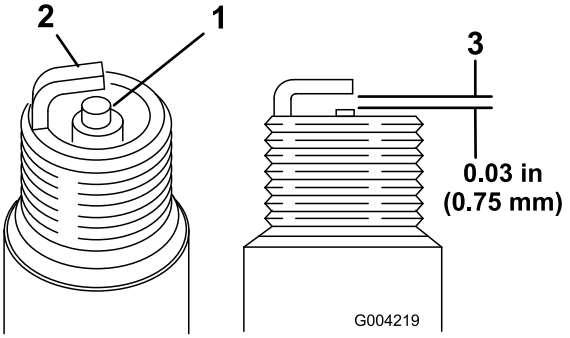

**Rysunek 50**
1. Przyjrzyj się środkowi obu świec zapłonowych (Rysunek 50). Jeżeli widzisz, że izolator lekko pobrązowiał lub poszarzał, silnik działa poprawnie. Czarny nalot na izolatorze zazwyczaj oznacza, że filtr powietrza jest brudny.
2. Należy sprawdzić odstęp między centralną i boczną elektrodą (Rysunek 50).
3. Należy przechylić boczną elektrodę (Rysunek 50), gdy odstęp nie jest właściwy.